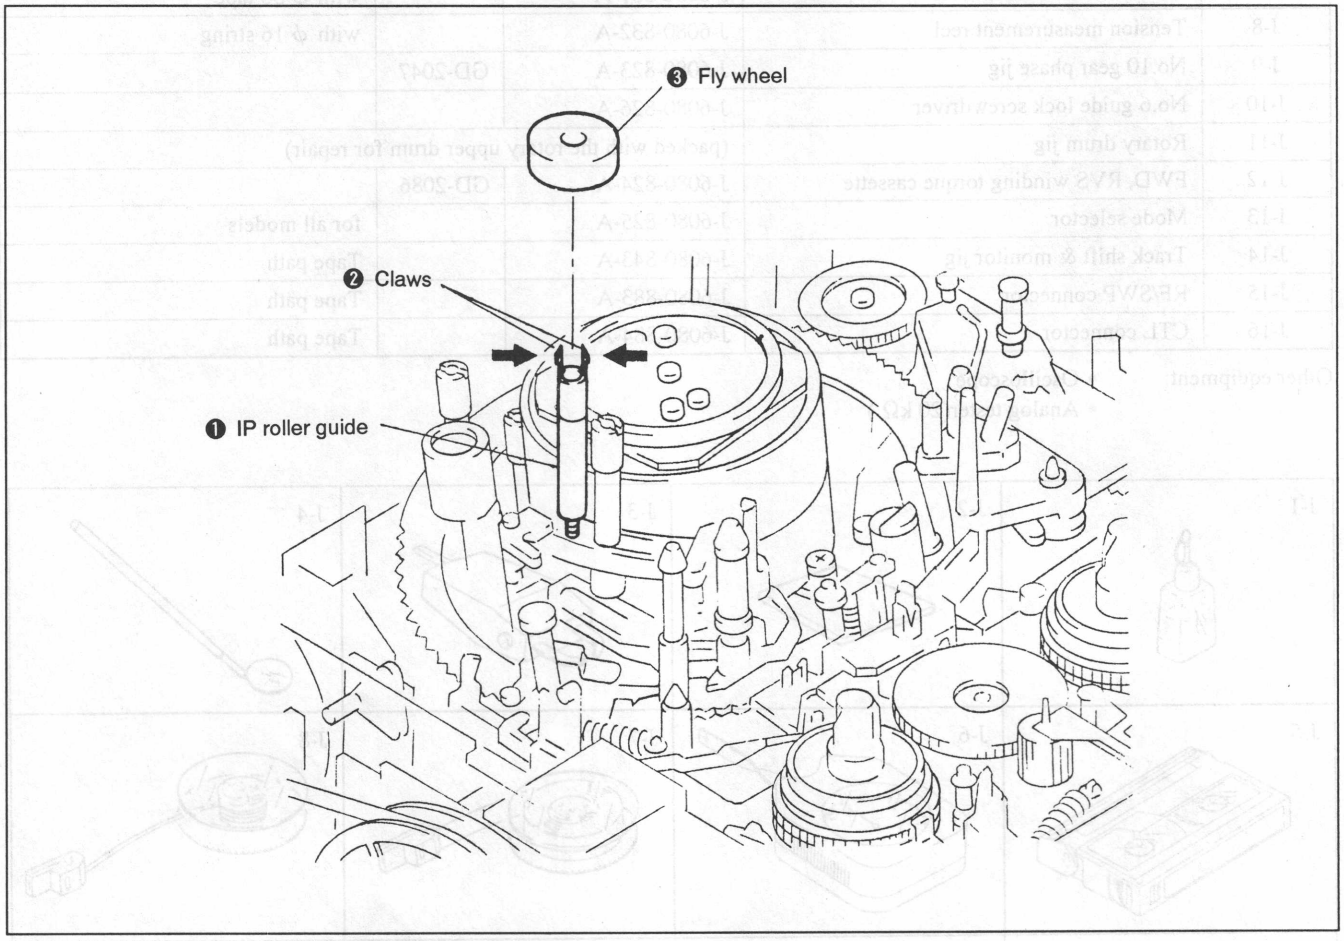

Fig. 7-6.
1. Removal (See Fig. 7-6.)
1) While holding the claws ❷ of the IP roller guide ❶, remove the fly wheel ❸.
2. Mounting (See Fig. 7-6.)